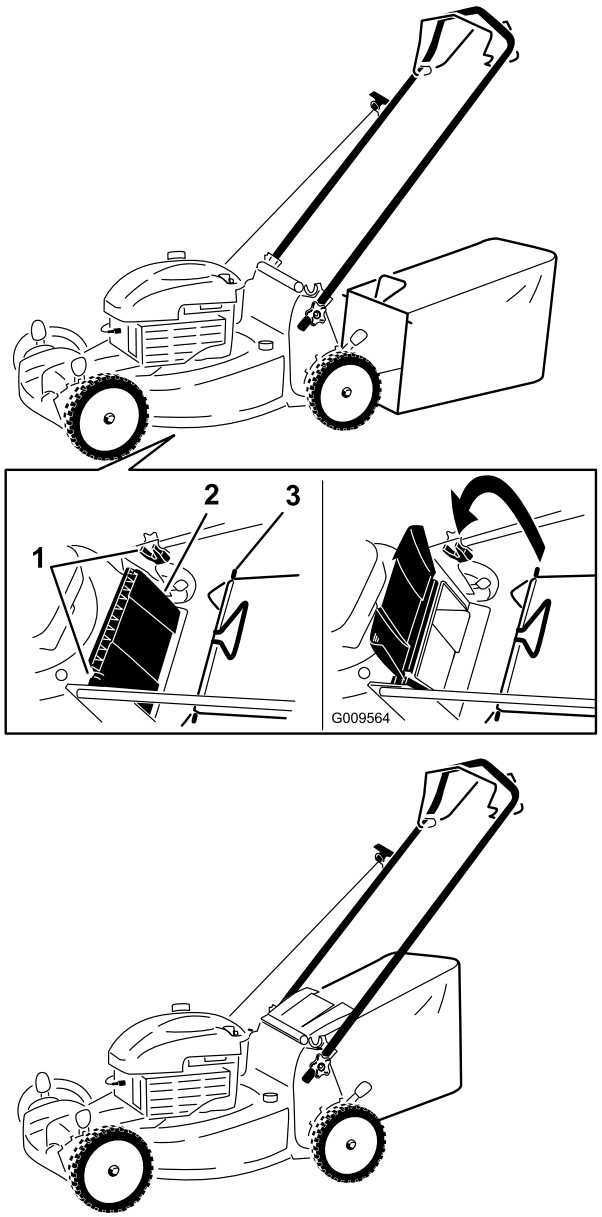

Figura 17
1. Levante y sujete el deflector trasero (Figura 17).
2. Instale la bolsa de recortes, asegurándose de que los pasadores de la bolsa descansan en las muescas del manillar (Figura 17).